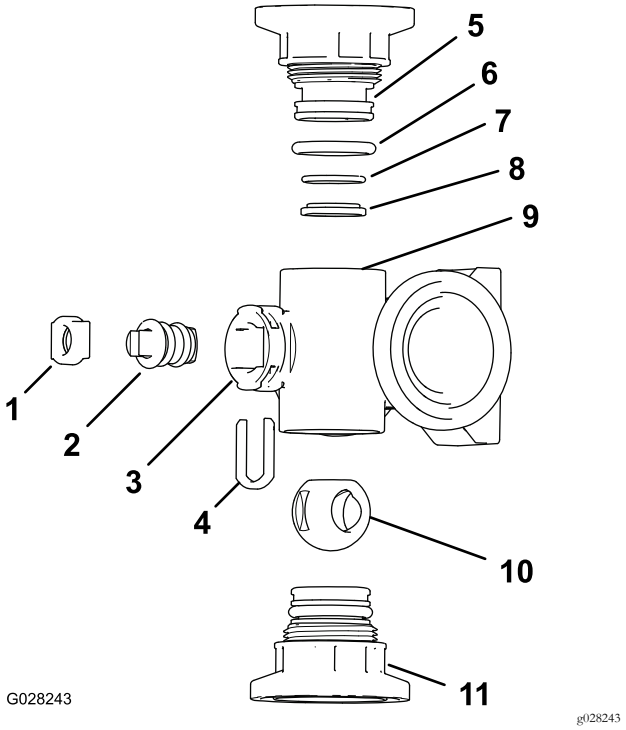
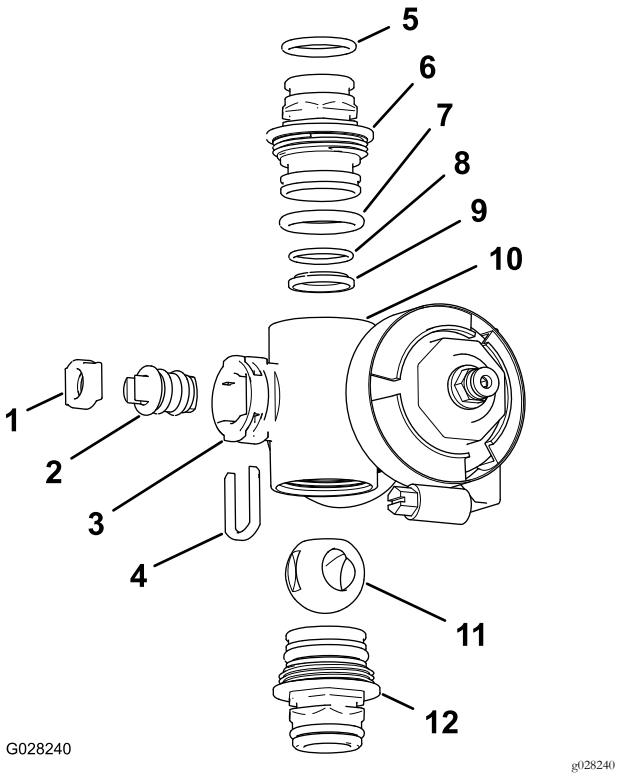

Figura 140
Figura 141
2. Retire los dos conectores de extremo de cada extremo del cuerpo del distribuidor (Figura 140 y Figura 141).
4. Retire la horquilla de retención del vástago de las ranuras del orificio del vástago del distribuidor (Figura 140 y Figura 141).
5. Retire la horquilla de retención del vástago y el asiento del vástago del distribuidor (Figura 140 y Figura 141).
6. Retire el conjunto de vástago de la válvula desde dentro del cuerpo del distribuidor (Figura 140 y Figura 141).
1. Compruebe la condición de las juntas tóricas del conector de salida (distribuidor de la válvula de sección solamente), las juntas tóricas de los conectores de extremo, las juntas tóricas de los asientos, y los asientos de bola, en busca de daños o desgaste (Figura 140 y Figura 141).
2. Aplique grasa al vástago de la válvula e insértelo en el asiento del vástago de la válvula (Figura 140 y Figura 141).
3. Instale el vástago de la válvula y el asiento en el distribuidor y sujete el vástago y el asiento con la horquilla de retención del vástago (Figura 140 y Figura 141).
4. Asegúrese de que la junta tórica del asiento y el asiento de la bola están alineados y asentados en el conector de extremo (Figura 140 y Figura 141).
5. Inserte el conjunto del conector de extremo en el cuerpo del distribuidor hasta que la brida del conector de extremo toque el cuerpo del distribuidor (Figura 140 y Figura 141); luego gire el conector de extremo 1/8 a 1/4 de vuelta más.